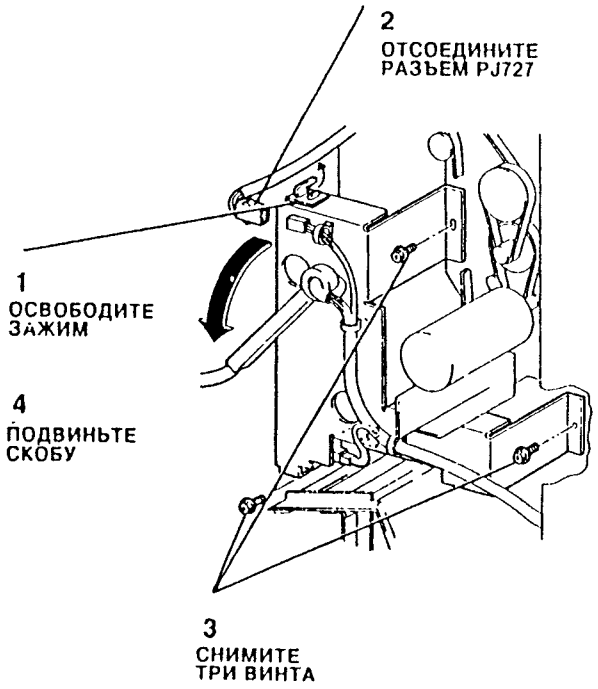

Рис. 3. Подвиньте стыковочную скобу
1. Подвиньте стыковочную скобу (Рис. 3).